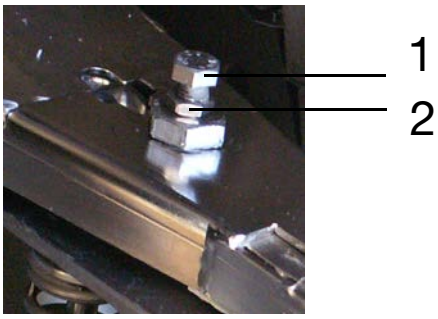

Fig. 5-19 1 Adjusting screw
If there is no adjusting screw and lock nut (Fig. 5-19), the clip guide adjusts automatically.
- Loosen the lock nut (2, Fig. 5-19).
- Set the height of the clip guide using the adjusting screw (1, Fig. 5-19):
- Tighten the lock nut (2, Fig. 5-19) to secure the clip guide setting.